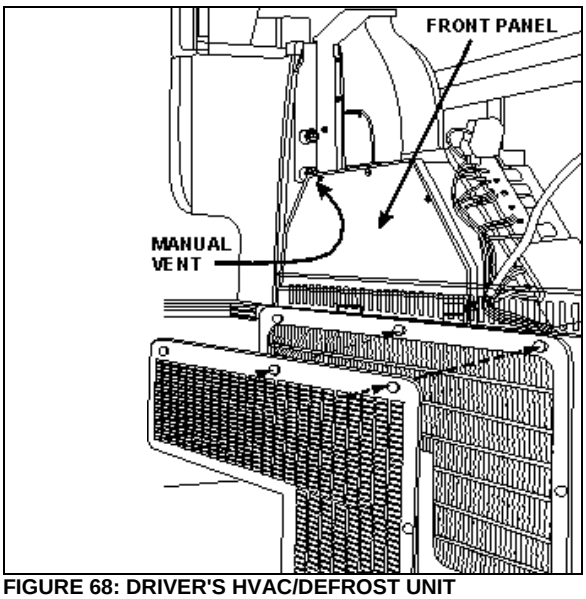
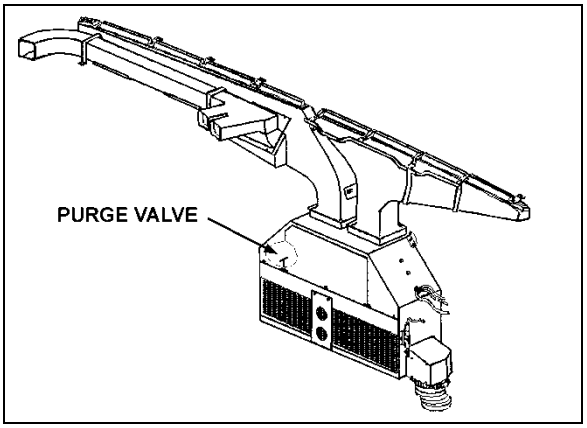
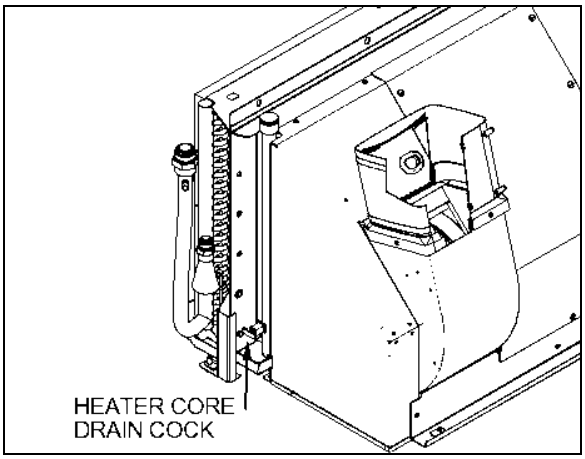

**FIGURE 68: DRIVER'S HVAC/DEFROST UNIT**
**FIGURE 69: DRIVER'S UNIT AIR MIXING BOX** 22171PV
**FIGURE 74: HEATER CORE DRAIN COCK LOCATION**
Fresh air is taken from behind the R.H. side headlights assembly (H3 series) or from a plenum underneath the front service compartment (X3 Series) and enters the mixing box through a ON/OFF damper. Return air is taken through the right console into the mixing box (Figure 69). Mixed air goes through cooling and heating coils, fans and discharge ducts.
4. From inside of vehicle, remove the two finishing panels in front of unit. Remove the three screws fixing the unit front panel. Open the purge valve located inside the driver's unit (Figure 69). If present, open the manual vent located inside the HVAC unit, on the driver's side (Figure 68) to ensure an efficient draining.
4. Open drain cock in bottom of heater core (Figure 74) you can unfasten a hose connection on top of heater core in order to allow air to enter while draining. The main heater core drain cock is located in the evaporator compartment. To access the valve, open baggage compartment door located in front of the evaporator compartment (L.H. side). Open the evaporator compartment access panel.
Locate the purge valve illustrated in Figure 69 & Figure 74, and open them momentarily until no air escapes from the lines. If present, open the manual vent located inside the HVAC unit, on the driver's side (Figure 68).